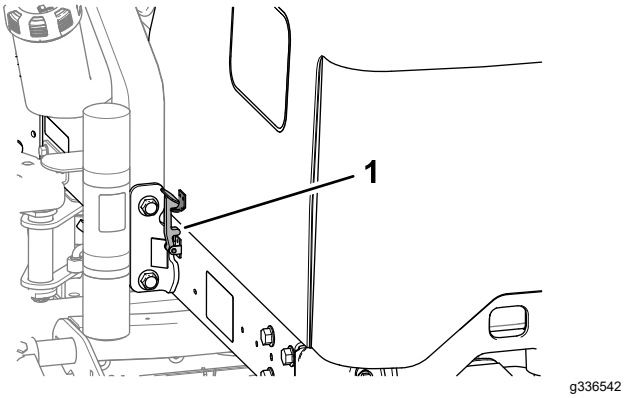

Figur 58
2. Vrid motorhuven uppåt och bakåt (Figur 58).